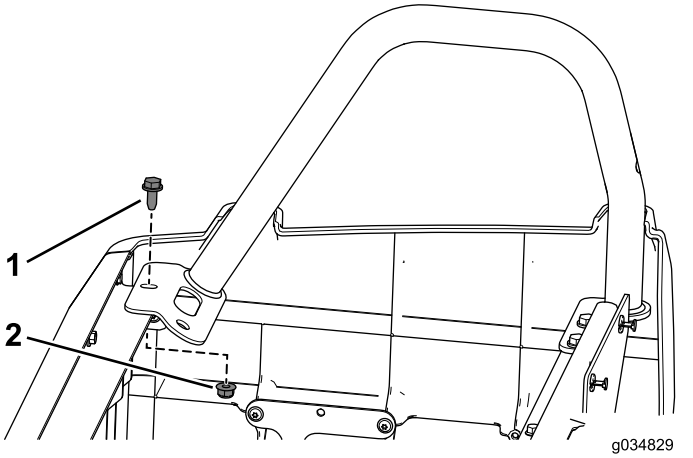

Figura 50
1. Utilizzate il bullone flangiato (3/16" x ¾") e il dado flangiato che avete rimosso in precedenza per fissare la protezione laterale posteriore destra alla base del sedile posteriore (Figura 50).